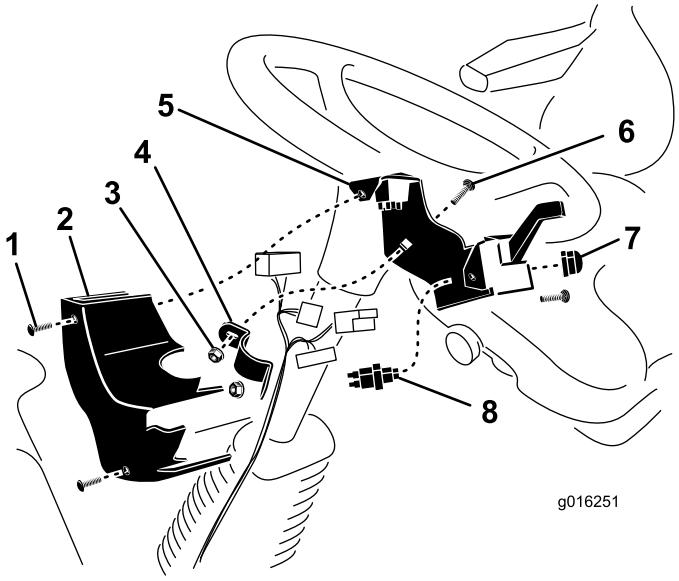

図 5
2. ステアリングコラムに、コラムブラケット・アセンブリを取り付ける；コラムブラケット用マウント、キャリッジねじ（3/8インチ x 1インチ；2本）とフランジナット（3/8インチ）を使用する。図 5 に示すように、コラムブラケットをステアリングコラムのできるだけ高い位置にセットする。 コラムブラケットがハンドルに干渉しないように注意すること。
3. スイッチにワイヤハーネスを取り付けた後に、コラムカバーをコラムブラケットに取り付ける；スピードナット（2個）とねじを使用する（図 5）。